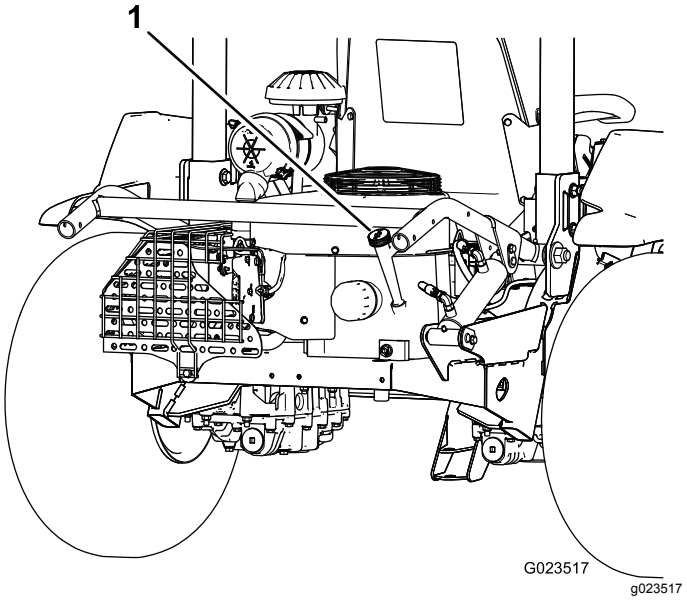

Figur 14
2. Fjern målepinden (Figur 14), og tør den af med en ren klud (Figur 15).